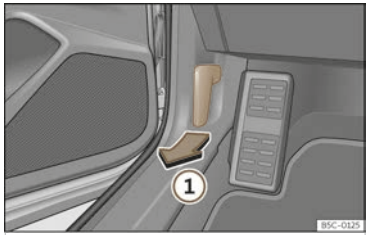

Fig. 230 Release lever in the driver's footwell area.
- Open the door and pull the lever that is underneath the dash panel ››› Fig. 230 ①.